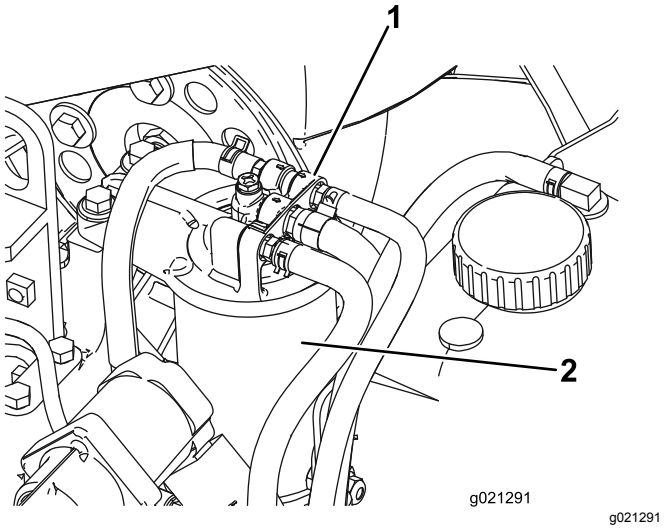

Figura 63
1. Limpie la zona alrededor de la cabeza del filtro de combustible (Figura 63).
2. Retire el filtro y limpie la superficie de montaje de la cabeza del filtro (Figura 63).